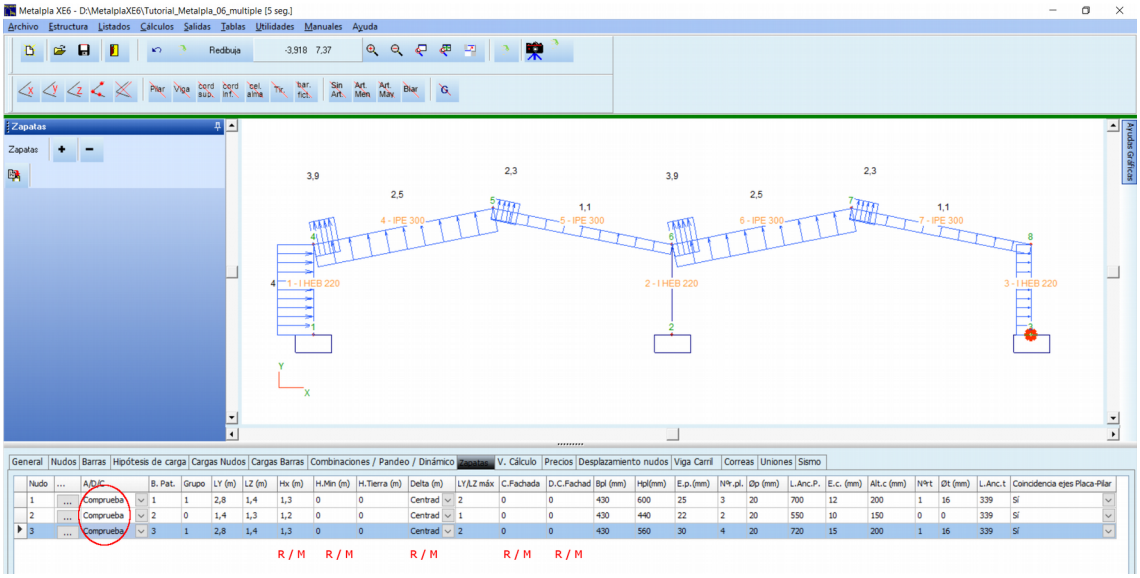

Ilustración 26: Cuadro de basas y zapatas en la opción de comprobar placas de anclaje y zapatas
La información de esta pantalla se completa activando la pestaña “Zapatas” con algunos otros datos: altura mínima de la zapata, altura de las tierras sobre la zapata, desplazamiento del pilar respecto al eje de la zapata (centrada, valor desplazamiento y medianería), carga de fachada y desplazamiento de la carga de fachada respecto al eje del pilar, véase la Ilustración 26: Cuadro de basas y zapatas en la opción de comprobar placas de anclaje y zapatas.
2) La segunda opción es la de autodimensionar. En este caso en el cuadro de zapatas y placas deberemos elegir en la columna correspondiente (A/D/C): autodimensionar y rellenar solamente los datos que se indican. La opción de "Grupo" solo se utiliza para autodimensinar y sirve para que dos o más zapatas que pertenecen al mismo grupo resulten iguales aunque reciban cargas diferentes. Obsérvese dada la simetría de la nave como las zapatas de los nudos 1 y 3 son del mismo grupo (grupo 1) y como a la zapata central nudo 2 no se le asigna grupo (grupo 0) ya que no hay otra zapata de iguales características, véase la Ilustración 26.